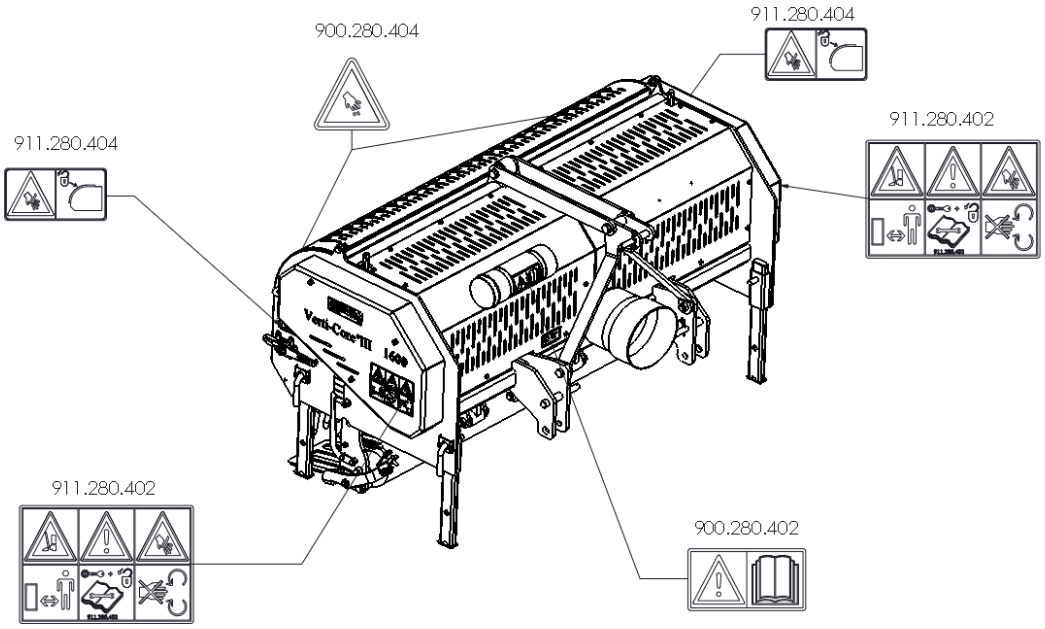

Fig. 6
Aan weerszijden van de Verti-Core III zijn op het zijbord veiligheidsstickers (Fig. 3,4,5) en bij de achterkap (Fig. 6) met een gelijkluidende betekenis aanwezig. Deze veiligheidsstickers moeten altijd goed zichtbaar en leesbaar zijn en moeten, wanneer deze beschadigd zijn, worden vervangen.
(7) Plaatsing veiligheidsstickers. (Fig. 6)